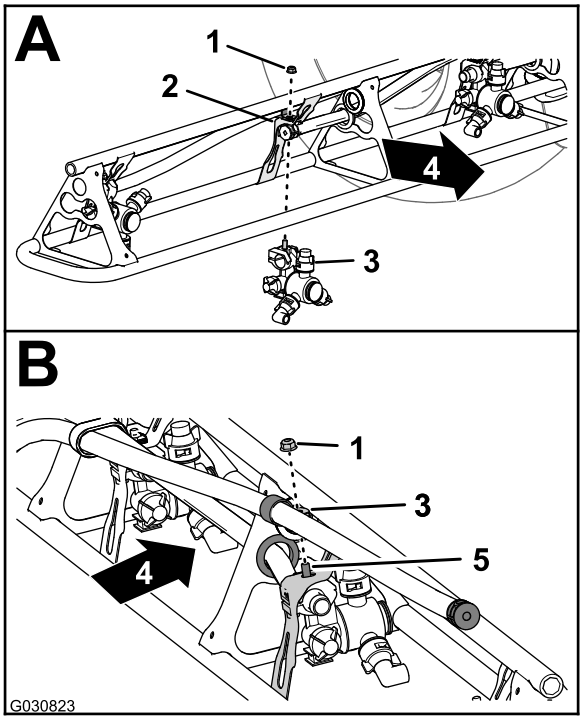

Figur 132
- Ved dysepositionerne 1 og 4 monteres sprøjtedysen på dysebeslaget (A af Figur 132) med flangelåsemøtrikken (5/16 tomme), som du afmonterede i trin 2 i Afmontering af sprøjtedyserne fra de ydre sprøjtesektioner (side 55).
- Ved dysepositionerne 2 og 3 monteres sprøjtedysen på dysebeslaget (A og B af Figur 132) med flangelåsemøtrikken (5/16 tomme), som du afmonterede i trin 2 i Afmontering af sprøjtedyserne fra de ydre sprøjtesektioner (side 55).